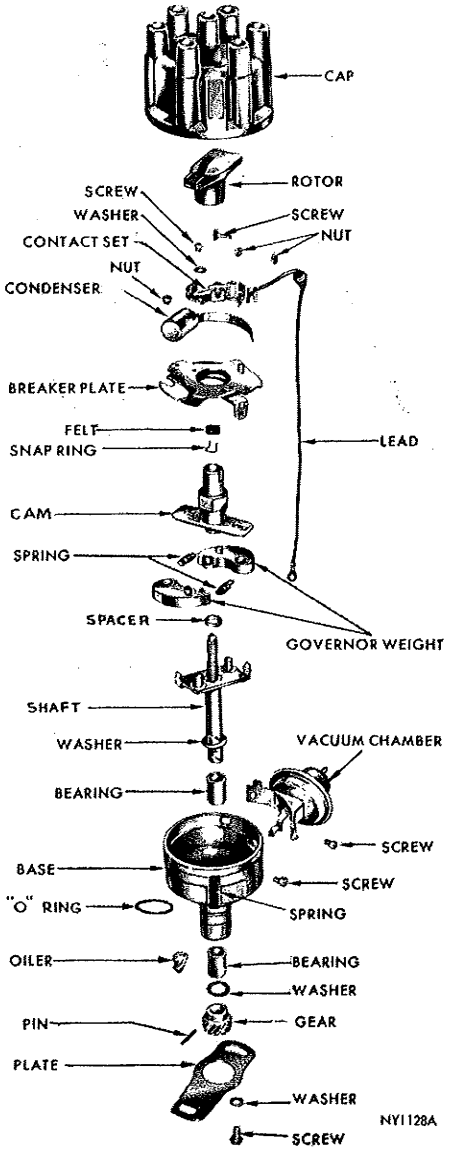
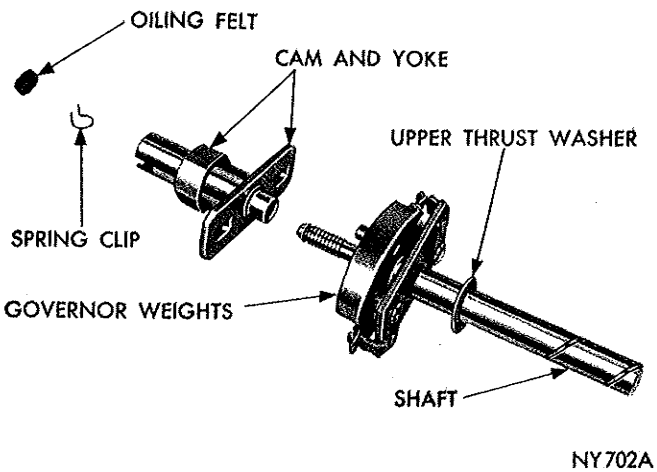

***Fig. 4—Distributor Disassembled View (Typical) — Chrysler Built***
***Fig. 12—Distributor Shaft - Disassembled***
## DISTRIBUTOR DISASSEMBLY (Fig. 4)
***(Refer to Fig. 4)***
(1) Test operation of governor weights and inspect weight springs for distortion.
(2) Lubricate governor weights.
(3) Inspect all bearing surfaces and pivot pins for roughness, binding or excessive looseness.
(4) Install cam spacer, (chamfered end down) on distributor shaft.
(5) Slide cam and yoke assembly on distributor shaft and engage weight lugs with slots in yoke (Fig. 12).